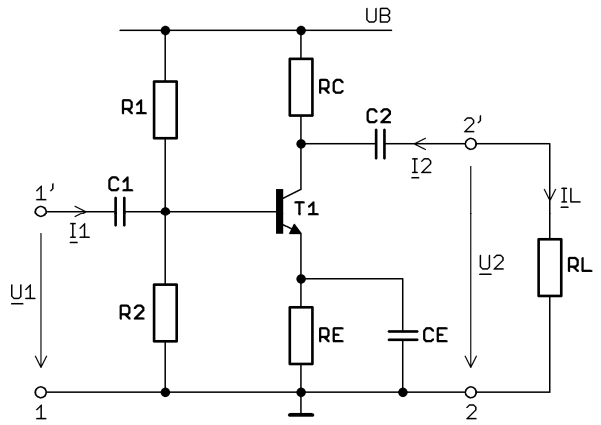

Abb. 3.1: Schaltung
– Abb. 3.1: Zeichnen Sie die statische Arbeitsgerade AGS ein.
b) – Abb. 3.1: Zeichnen Sie die dynamische Arbeitsgerade AGD ein. / 9
– Abb. 3.1: Ermitteln Sie $U_{2eff,max}$ einer harmonischen Ausgangsspannung.
d) Abb. 3.1: $\overline{u}_1(t) = U_B / 2$. Zeichnen Sie bei allen C den „+“-Pol ein. / 2